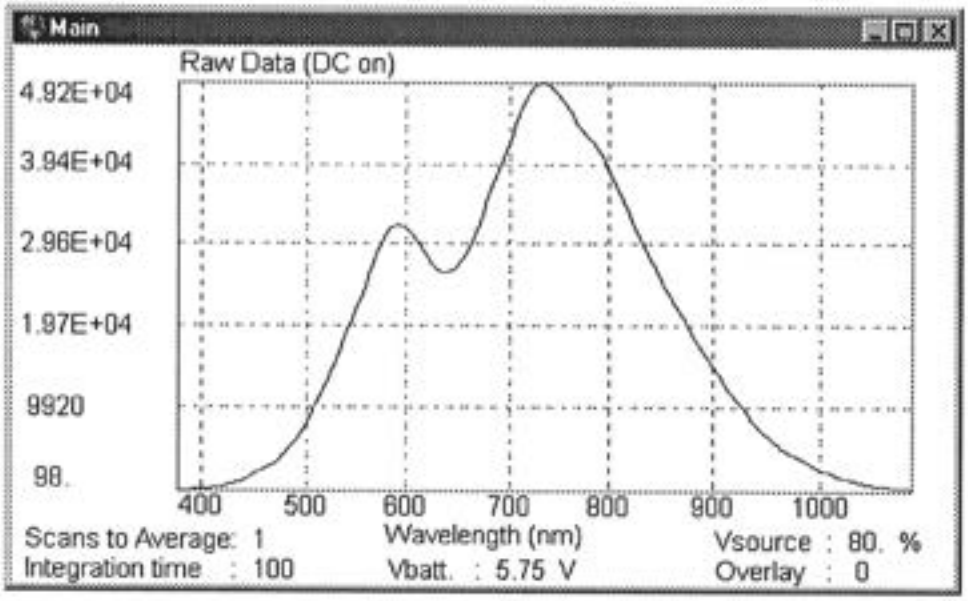

Figure 52. Raw Scan Data from a Yellow Piece of Paper.
12. Take a scan (I) by pressing the "Scan" button (Section 4.2.2.1., ("Scan" Button.)) (Figure 52).